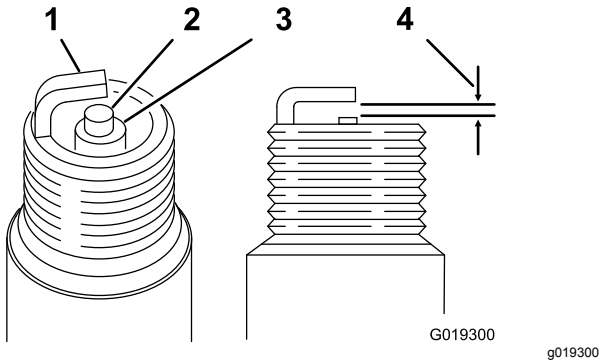

Rysunek 33
Szczelina: 0,7 do 0,8 mm, patrz Rysunek 33
3. Ustaw szczelinę na poziomie 0,7 do 0,8 mm (Rysunek 33).